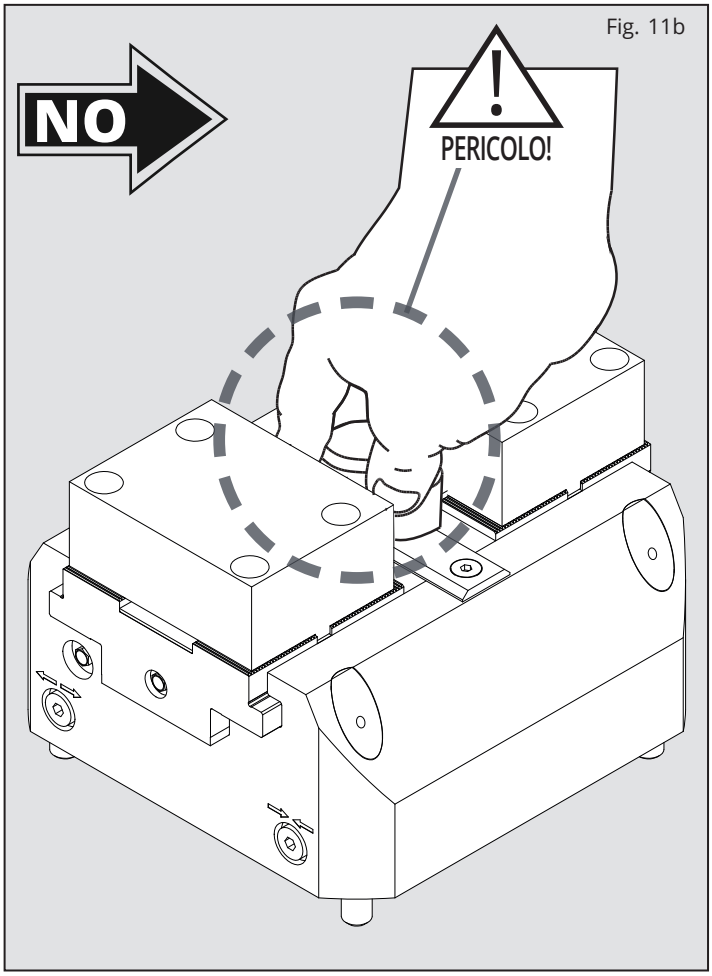

Fig. 11b
b) Tenere le dita il più lontano possibile dai morsetti di presa (Fig.11b); a tal scopo valutare la possibilità di utilizzare un attrezzo adeguato, ad esempio una pinza o sistemi di carico robotizzati;